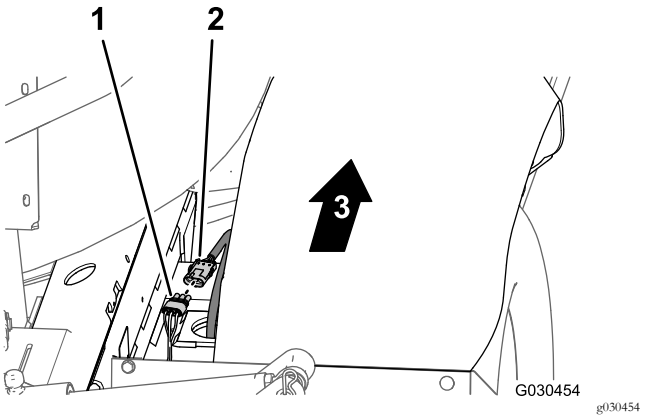

Figura 117
2. En la parte trasera de la máquina (entre el larguero derecho del bastidor y el guardabarros derecho), conecte el conector de 3 pines del arnés de cables del sensor de velocidad del motor de tracción hidráulica derecho en el conector hembra de 3 vías (sin etiqueta) del arnés de cables trasero (Figura 117).